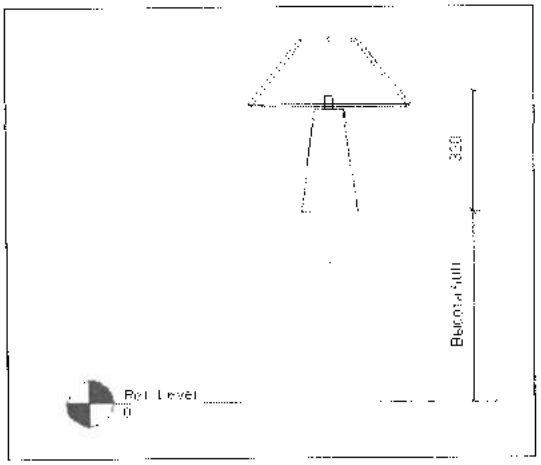

Рис. 23.15. *Эскиз настольной лампы*
5. Повторить пункты 4 для построения абажура. Эскиз настольной лампы примет вид, показанный на рис. 23.15.